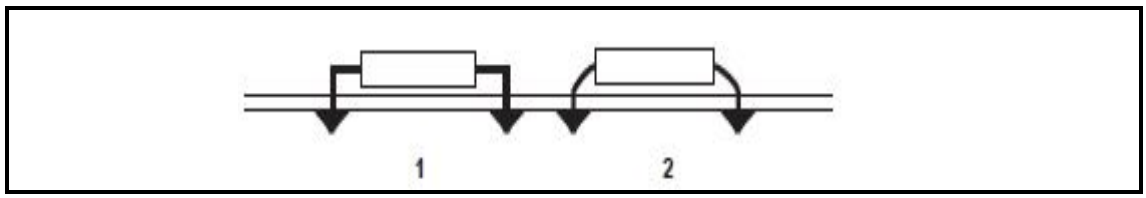

FIGURE 4
3.3 Study FIGURE 4 below and answer the questions.
3.3.1 State which ONE of the two resistors shown in FIGURE 4 is correctly mounted to the PCB and give a reason for your choice. (2 × 1) (2)
4.3 Study FIGURE 4 below and answer the questions.